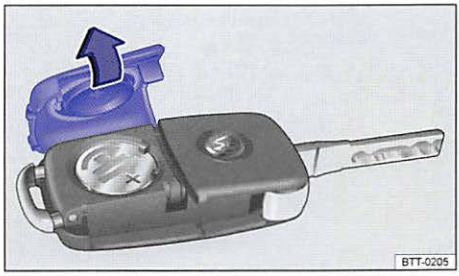

Fig. 19 Remote control vehicle key: Open battery compartment cover.
- Remove the cover on the back of the remote control vehicle key ⇒ fig. 19 in the direction of the arrow ⇒ ⓘ.
- Position the new battery in as shown ⇒ fig. 19 and press it into the battery compartment (opposite to direction of the arrow) ⇒ ⓘ.